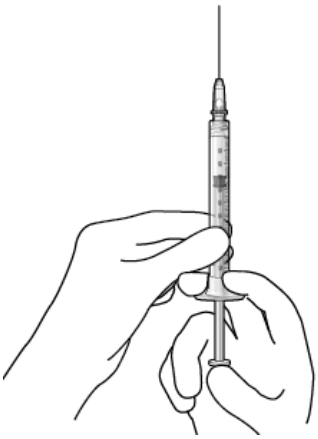

Figure 14
- If there are any air bubbles, gently tap the syringe with your finger until the bubbles rise to the top (Figure 14).